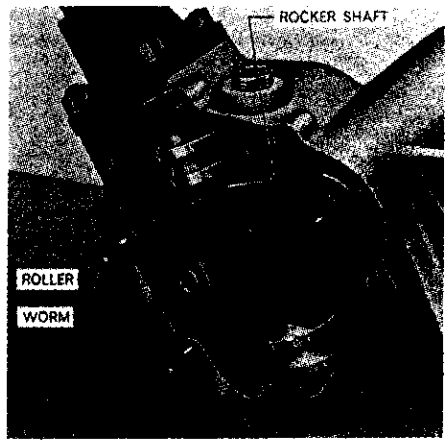
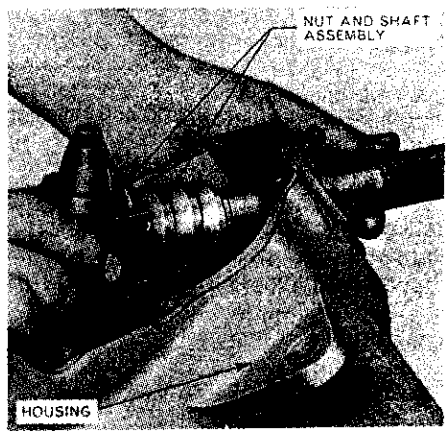
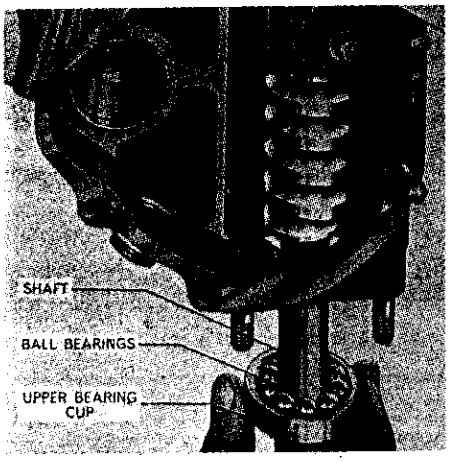

Fig. 22–View of steering gear assembly with side cover removed. Roller moves in slot in side cover.
Fig. 23–Removing the ball nut and steering shaft assembly from gear housing.
Fig. 24–Installing upper bearing race and ball bearings.
Be sure rocker shaft and ball nut are in mid position and roller is in place as shown in Fig. 22, then install side cover (25—Fig. 21) without shims (23) or gaskets (24). Tighten the retaining nuts and cap screws equally finger tight, then measure gap between side cover and steering housing at several points with feeler gage. Average gap measurement is approximate thickness of shims and gaskets required. Shims are 0.005 thick. Use one gasket on each side of shim pack and, on final assembly, apply a light coat of sealer to gaskets.
Remove nut retaining steering arm (16) to rocker shaft (22) and, using suitable pullers, remove arm from shaft. Unbolt and remove the side cover (25), shims (23) and gaskets (24). Remove roller (7) from ball nut (8) and slide the rocker shaft from housing. Unbolt and remove steering column (4), shims (14) and gaskets (15) from gear housing (26). Remove bushing (3) from upper end of steering column. Pull wormshaft (6) upward, then remove upper bearing race (5) and the 10 loose bearing balls (9). Remove the wormshaft and ball nut assembly from gear housing as shown in Fig. 23, then remove the 10 loose bearing balls from gear housing. Unscrew the ball nut assembly from wormshaft and remove the 14 recirculating balls from the nut. Tube (11—Fig. 21) can be removed from nut (8) if necessary. Remove lower bearing race (12), spacer (13), bushings (19 and 21) and oil seal (18) from gear housing (26).
To reassemble, proceed as follows: Install new bushings (19 and 21) using piloted drift or bushing driver, then install new seal (18) with lip to inside of gear housing. Install spacer (13) and lower bearing race (12) in gear housing, then stick the 10 bearing balls in race with grease. Assemble tube (11) to ball nut (8) if removed, then stick the 14 recirculating balls in tube and groove of nut with grease. Thread the ball nut assembly onto wormshaft, then install the shaft and nut assembly in gear housing as in Fig. 23. Carefully insert wormshaft into lower bearing to avoid dislodging any of the bearing balls, then while holding shaft in the bearing, place upper bearing race over shaft and invert the assembly allowing gear housing to rest against end of shaft. Stick the 10 bearing balls in upper race with grease, then push bearing assembly up into housing as shown in Fig. 24. While holding against upper bearing, turn the assembly upright. Install new bushing (3—Fig. 21) in steering column, then refer to paragraph 30 for wormshaft adjustment and column installation. Insert rocker shaft. Install the steering arm (16) and tighten the retaining nut to a torque of 125 Ft.-Lbs. Place roller on end of ball nut (see Fig. 22) and install side cover with proper shims and gaskets from rocker shaft adjustment as outlined in paragraph 31.